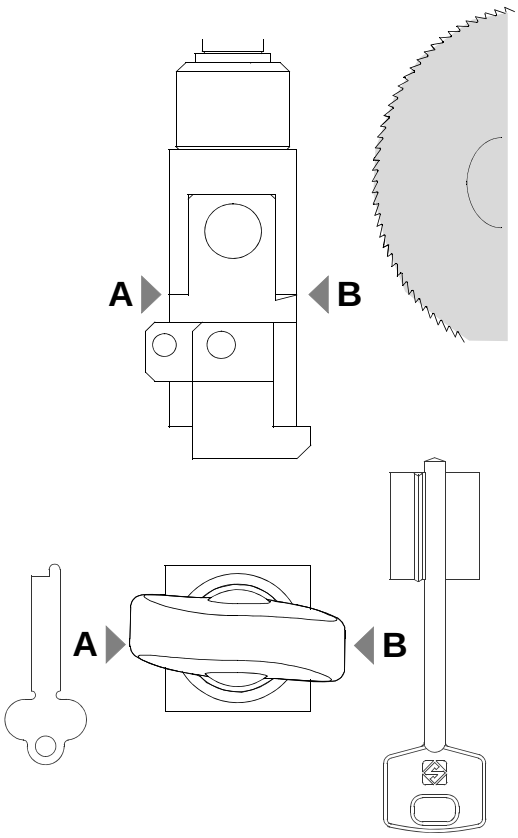

Рис. 37
2) Ослабьте рукоятки (E), повернув их на несколько оборотов.
- Сторона зажима для обработки одно- и двухфлажковых ключей, а также ключей с центральным стопором (положение B) (рис. 37)
- Сторона зажима для обработки ключей для почтовых ящиков (положение A) (рис. 37)
1) Подготовьте зажимы, повернув их требуемой стороной к фрезе и копиру (рис. 37).
2) Зафиксируйте зажимы в горизонтальном положении с помощью штифта (L).